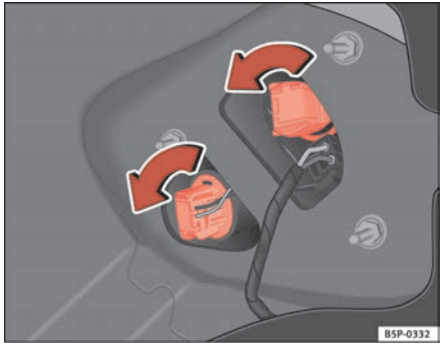

Fig. 188 Lights on vehicle body
– Turn the lampholder to the left ⇒ fig. 188.